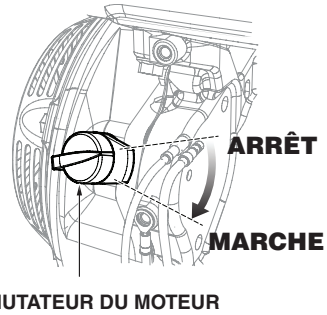

Figure 19. Commutateur de marche/arrêt du moteur
4. Mettre le commutateur de marche/arrêt du moteur dans la position de marche (Figure 19) ON.